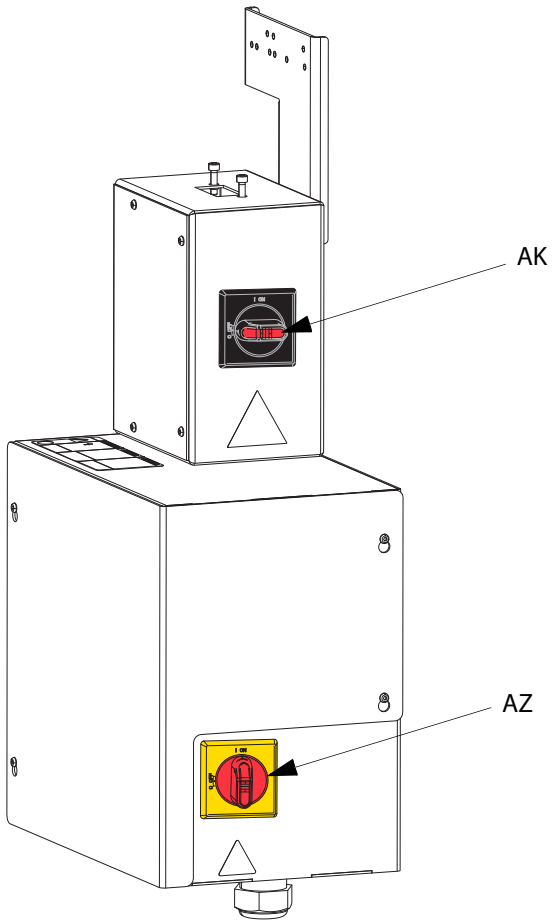

RYS. 30. Odłączanie zasilania
1. Wyłączyć zasilanie agregatu elektrycznego (AB):
a. Ustawić wyłącznik na skrzynce przyłączowej zasilania (AK) w położeniu OFF (WYŁ.). Patrz RYS. 30.
b. W przypadku korzystania z tandemowego nurnikowego systemu tłoczącego, na nurnikowym urządzeniu tłoczącym wymagającym jedynie dokonania wymiany beczki, czarny odłącznik (AZ) należy ustawić w pozycji OFF (WYŁ.). Patrz RYS. 30.